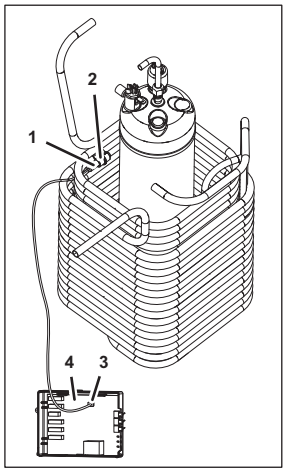

Fig. 34
1. Disconnect the plug (Fig. 34/3) of the water bath temperature probe (Fig. 34/1) from control system 1 (Fig. 34/4).
2. Remove the water bath temperature probe (Fig. 34/1) from the mount (Fig. 34/2).
3. Carefully pull the water bath temperature probe (Fig. 34/1) out of the unit, along with the electrical cable.
4. Install the new water bath temperature probe (Fig. 34/1) within the unit, along with the electrical cable.
5. Slide the water bath temperature probe (Fig. 34/1) into the mount (Fig. 34/2).
6. Connect the plug (Fig. 34/3) of the water bath temperature probe (Fig. 34/1) to control system 1 (Fig. 34/4).